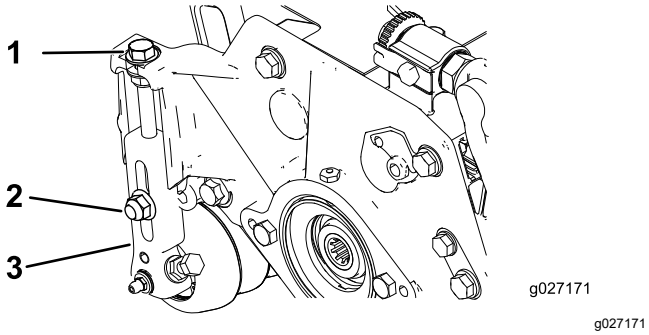

Рисунок 15
1. Ослабьте контргайки, которые крепят рычаги регулировки высоты скашивания к боковым пластинам режущего блока (Рисунок 15).